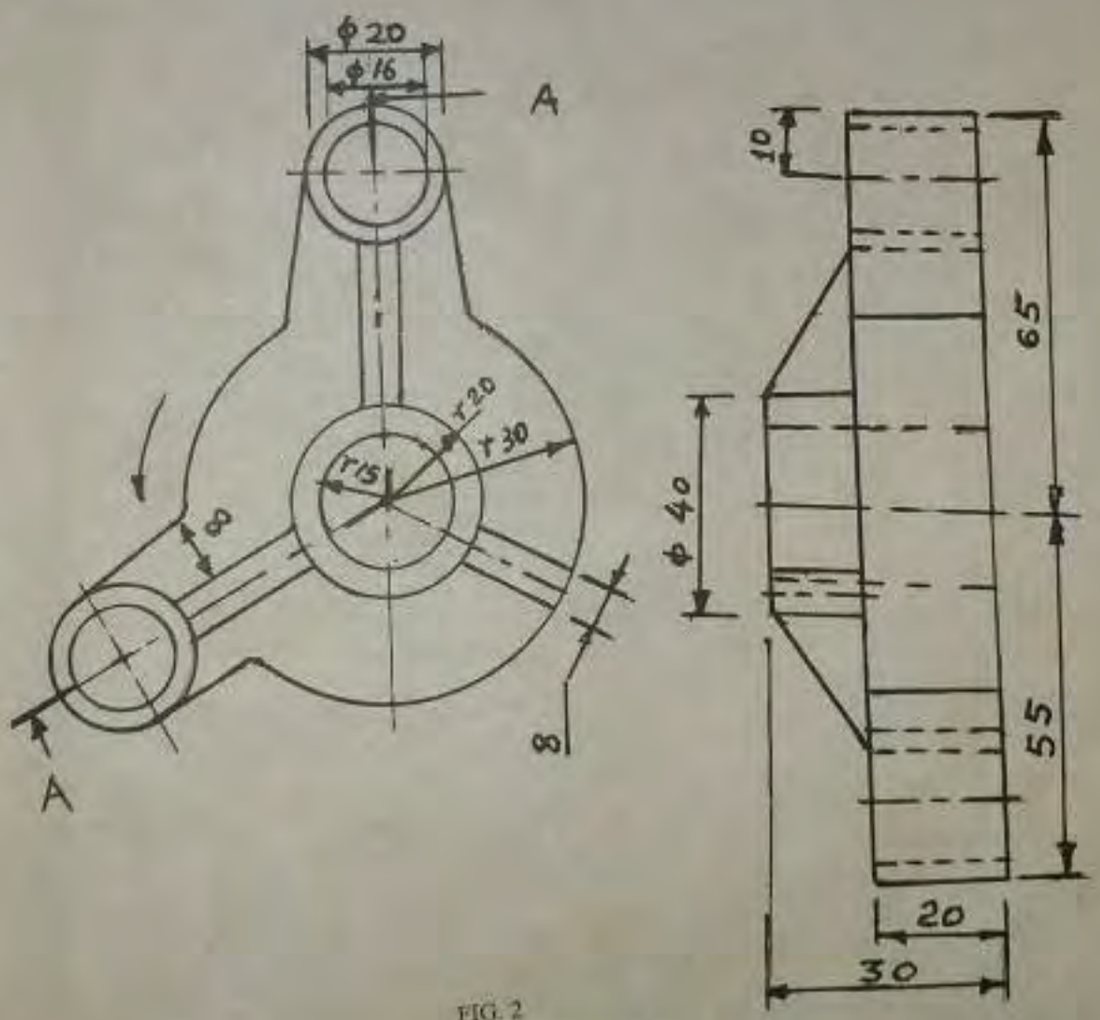

FIG. 2
2. Figure 2 below shows two views of a machine casting.